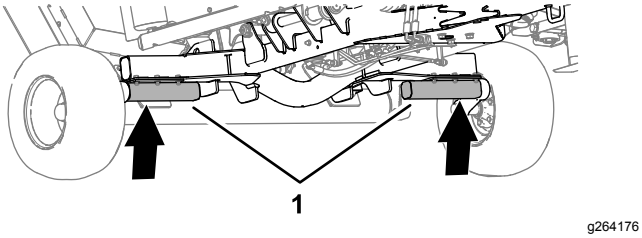

Figur 39
1. Lyft gräsklipparen vid axelhalvorna enligt Figur 39.